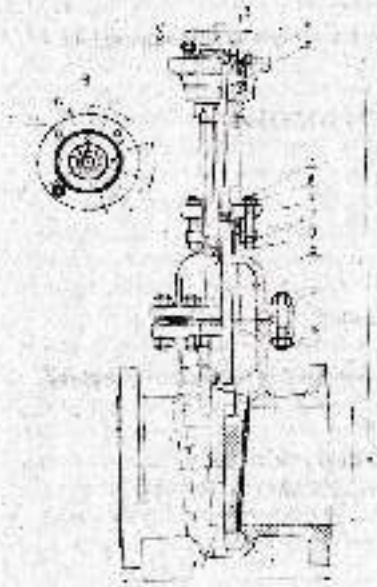

Рисунок 1
3.1 Задвижки состоят из следующих основных частей (см. рисунок 1,2):
3.2 Маховик через гайку шпинделя (задвижка с ручным управлением, рисунок 2 или приводной вал электропривода, редуктора через гайку шпинделя кулачковую - полумуфту (задвижка под электропривод или с редуктором, рисунок 1 сообщает шпинделю поступательное или вращательное движение.